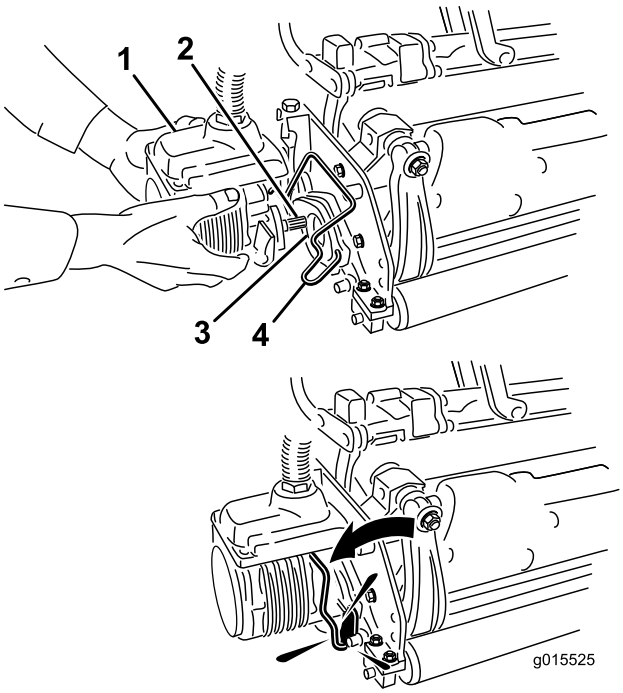

**Figure 15**
11. Enduisez de graisse propre l'arbre cannelé du moteur de plateau de coupe (Figure 15).
12. Insérez le moteur dans le côté gauche du plateau de coupe (vu de la position de l'utilisateur) et tirez la barre de retenue du moteur située sur le plateau de coupe vers le moteur jusqu'à ce qu'un déclic soit entendu des deux côtés du moteur (Figure 15).